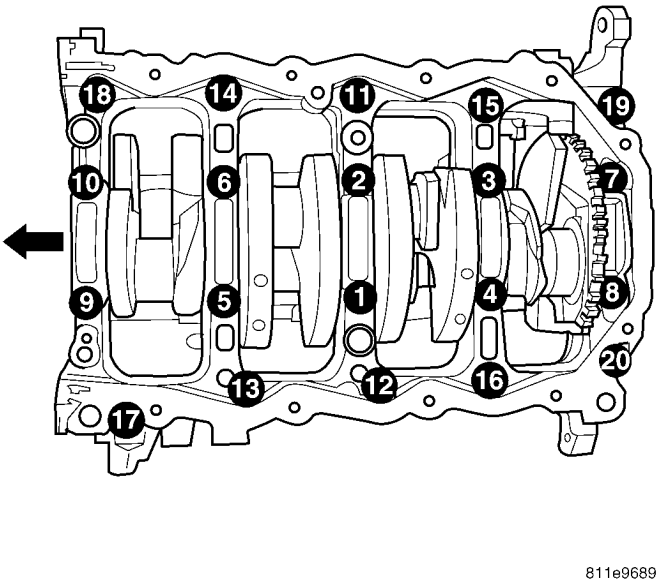

Fig. 51 Main Bearing Caps/Bed Plate Bolt Torque Sequence
- Step 5: Install and tighten bolts (1–10) in sequence shown in (Fig. 51) to 41 N·m (30 ft. lbs.).
(13) Tighten bolts (1–10) again to 41 N·m (30 ft. lbs.) in sequence shown in (Fig. 51).
(14) Turn bolts (1–10) an additional 1/4 turn in sequence shown in (Fig. 51).
(15) Install main bearing bed plate to engine block bolts (11–20), and torque each bolt to 28 N·m (250 in. lbs.) in sequence shown in. (Fig. 51)
(16) Tighten bolts (11–20) again to 28 N·m (250 in. lbs.) in sequence shown in (Fig. 51).
(17) After the main bearing bed plate is installed, check the crankshaft turning torque. The turning torque should not exceed 5.6 N·m (50 in. lbs.).
(18) Check crankshaft end play (Refer to 9 - ENGINE/ENGINE BLOCK/CRANKSHAFT - STANDARD PROCEDURE).
(19) Install connecting rod bearings and caps. **Do Not Reuse Connecting Rod Bolts.** Torque connecting rod bolts to 27 N·m (20 ft. lbs.) plus 1/4 turn.
(20) Install balance shafts and housing assembly (Refer to 9 - ENGINE/VALVE TIMING/BALANCE SHAFT - INSTALLATION).
(21) Install the oil pump (Refer to 9 - ENGINE/LUBRICATION/OIL PUMP - INSTALLATION).
(22) Install oil pump pick-up tube. Torque fastener to 28 N·m (20 ft.. lbs.).
(23) Install the oil pan (Refer to 9 - ENGINE/LUBRICATION/OIL PAN - INSTALLATION).
(24) Install crankshaft position sensor.
(25) Install cylinder head if it was removed (Refer to 9 - ENGINE/CYLINDER HEAD - INSTALLATION).
(26) Install the timing belt rear cover (Refer to 9 - ENGINE/VALVE TIMING/TIMING BELT COVER(S) - INSTALLATION).